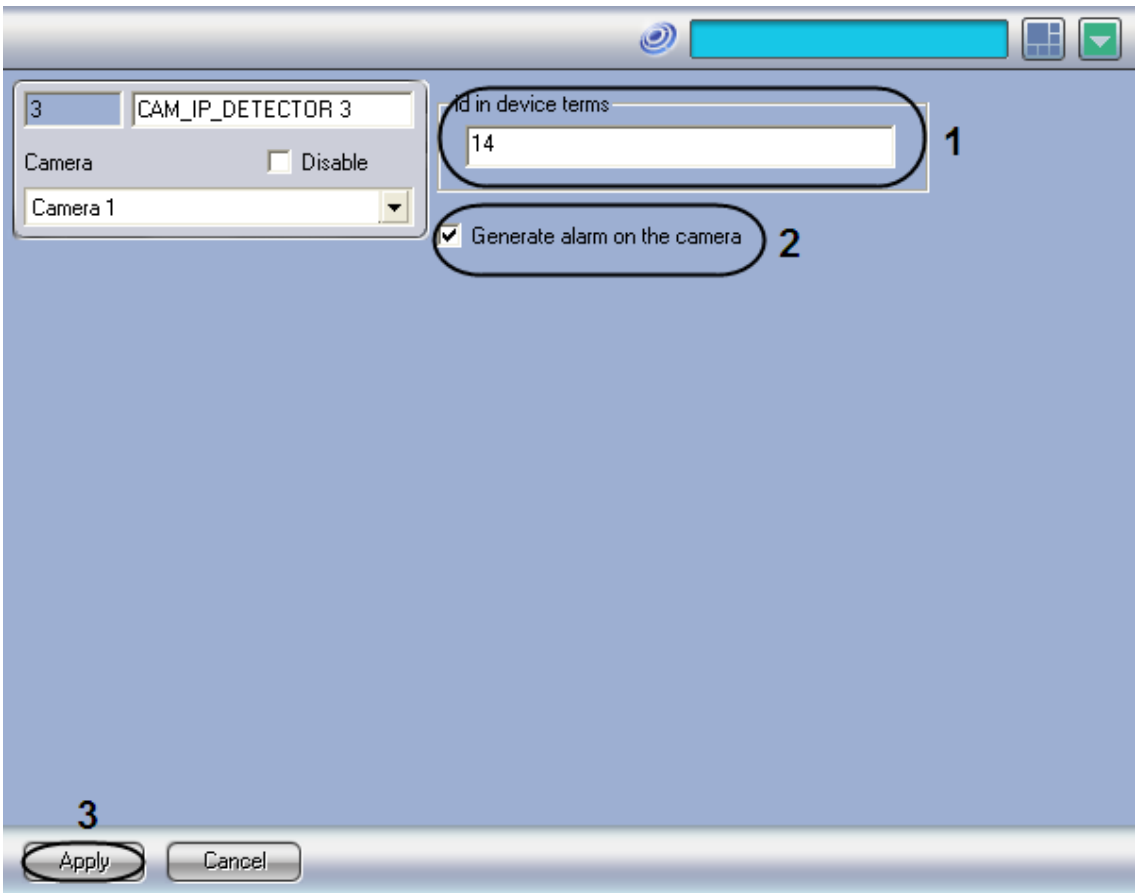

Figure 8.4-79 Configuring embedded detectors
1. Go to the settings panel for the “Embedded detector” object (Figure 8.4-79).
2. In the “id in device terms” field the detector code in the device is specified (camera, card) (Figure 8.4-79, 1). It is recommended to leave this field unchanged for proper operation of the detector.
3. Set the “Generate alarm on the camera” checkbox if the alarm is to be generated on the camera by detector’s response (Figure 8.4-79, 2).
4. Click the “Apply” button to save the changes (Figure 8.4-79, 3).